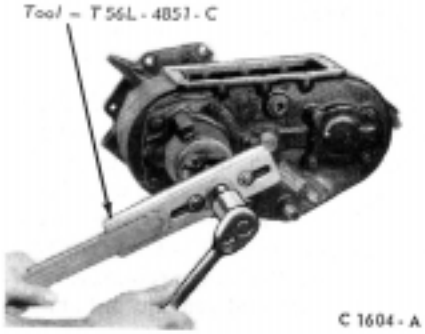

FIG. 6-7—Removing Flange
7. Remove the flange from the front and rear output shafts (Fig. 6-7). Discard the front flange O-ring.